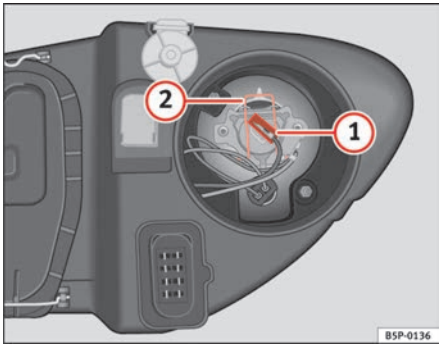

Fig. 185 Main beam headlights
– Remove the connector ⇒ fig. 185 (1) from the bulb.
– Press the spring ⇒ fig. 185 (2) inwards and to the right.